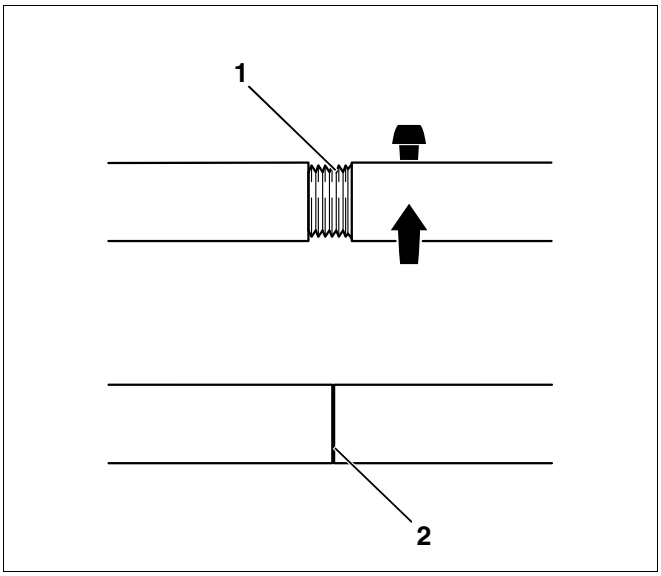

Afb. 15 Schroefverbinding van de trekstangen
- Controleer de schroefverbindingen van de trekstangen telkens u elementen heeft samengetrokken en draai ze eventueel aan (afb. 15, **pos. 2**). Wanneer de trekstangen helemaal zijn aangedraaid en de draadboring niet meer zichtbaar is, zijn ze correct gepositioneerd.